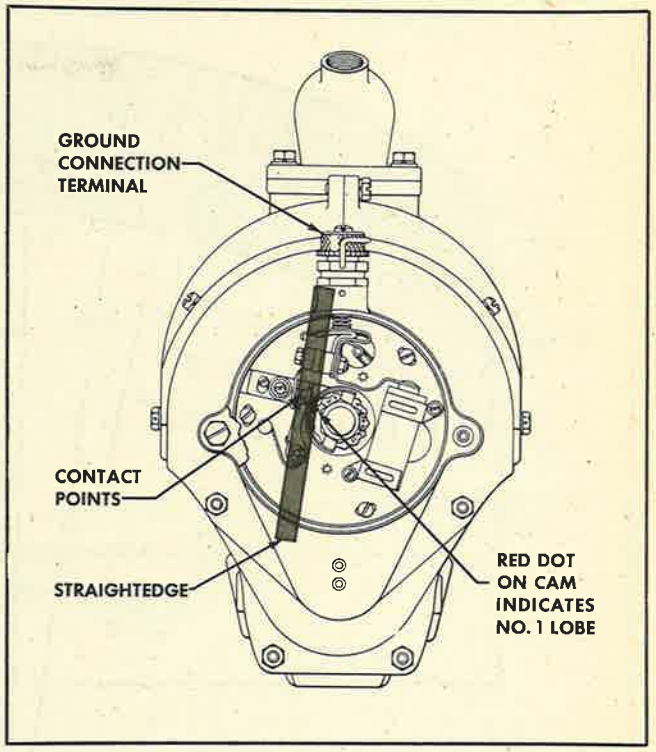

Figure 227—Breaker Assembly (American Bosch Magneto)
1. RECONDITIONING CONTACT BREAKER POINTS. *(See figures 227 and 228.)*—Unless the contact breaker points are oily, dirty, or badly pitted, do not disturb them. If it is necessary to clean the contact points, use approved solvent. Do not use emery cloth, file, or sandpaper.
13. For installation procedure, turn the magneto drive shaft until a straight edge placed across the flat step on the cam lines up with the scribed timing marks on the rim of the breaker housing. (See figures 227 and 228.)